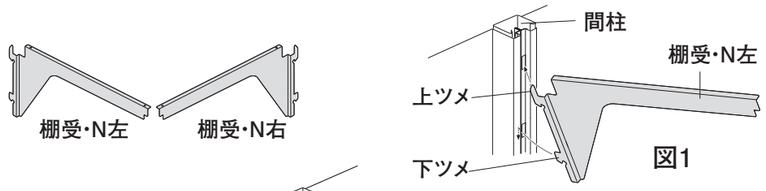

図1
① 棚に向って右端に棚受・N右、左端に棚受・N左を使用します。棚受を壁パネルの角孔に上ツメを挿し込んだ後、下ツメを引っ掛けます。(図1)
② 棚受の先端を棚板の前側に引っ掛け上からかぶせます。